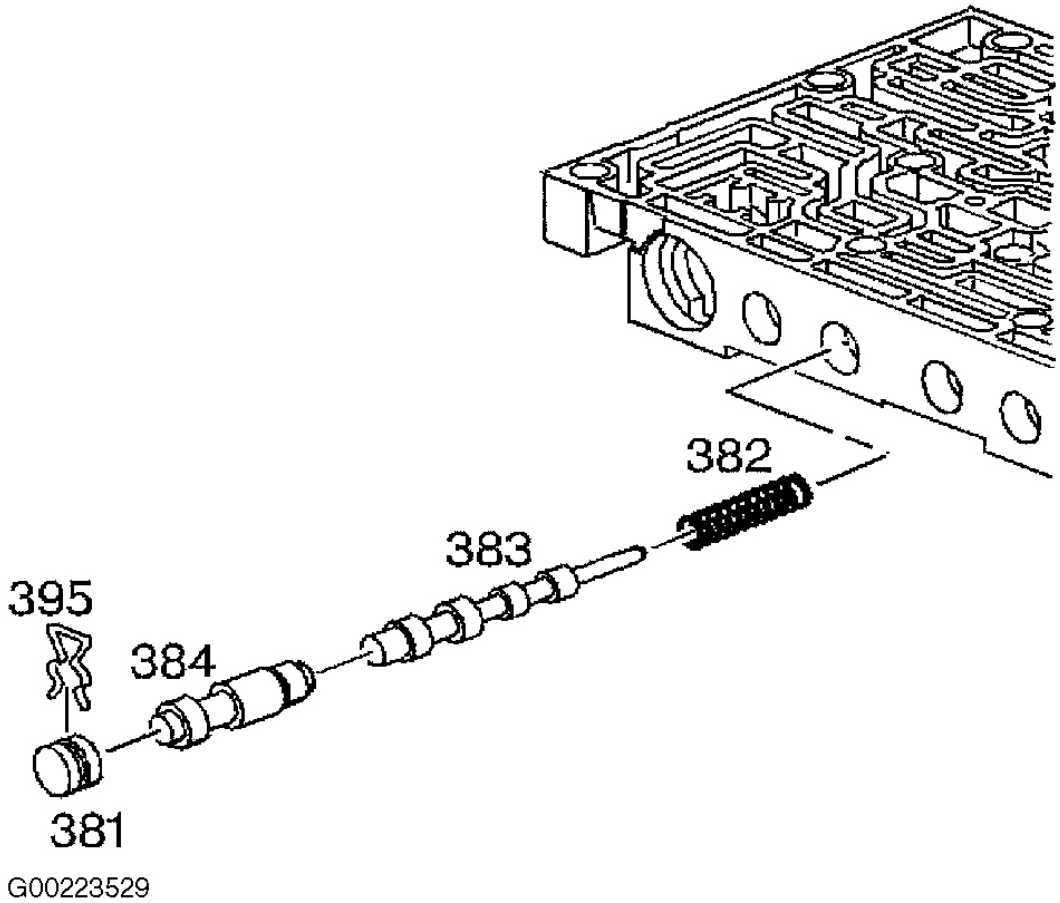

Fig. 72: Removing/Installing 3-4 Relay Valve & 4-3 Sequence Valve
11. Remove the bore plug retainer (395) and the bore plug (381). Remove the 3-4 relay valve (384) and the 4-3 sequence valve (383) and the 4-3 sequence valve spring (382). See **Fig. 72** .